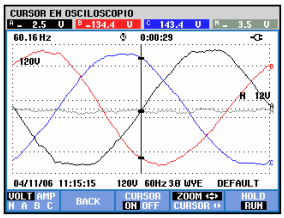

Figura 19-3. Visualización de la forma de onda con el cursor y el zoom activados
- Vuelva a pulsar F4 para que las teclas de flecha realicen las operaciones del zoom, tal como muestra la figura 19.3. Las teclas de flecha hacia la izquierda/hacia la derecha permiten ahora ampliar o reducir las formas de onda horizontalmente. Para ampliar o reducir verticalmente, utilice las teclas de flecha hacia arriba/hacia abajo. Si el cursor está activado, el zoom horizontal funciona simétricamente alrededor del cursor. Si está desactivado, el zoom horizontal se aplica en torno al centro de la pantalla, zona en la que opera el zoom vertical.